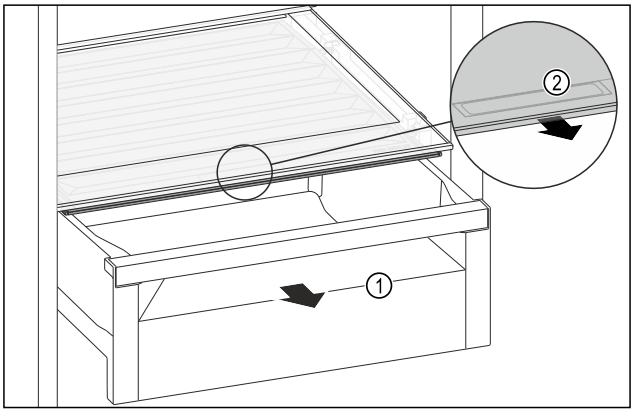

Fig. 206
▶ Zásuvku *Fig. 206 (1)* vytáhněte.
▶ Uchopte prohlubeň pro rukojeť *Fig. 206 (2)* na víku zásuvky a současně zatáhněte za víko zásuvky směrem dopředu.